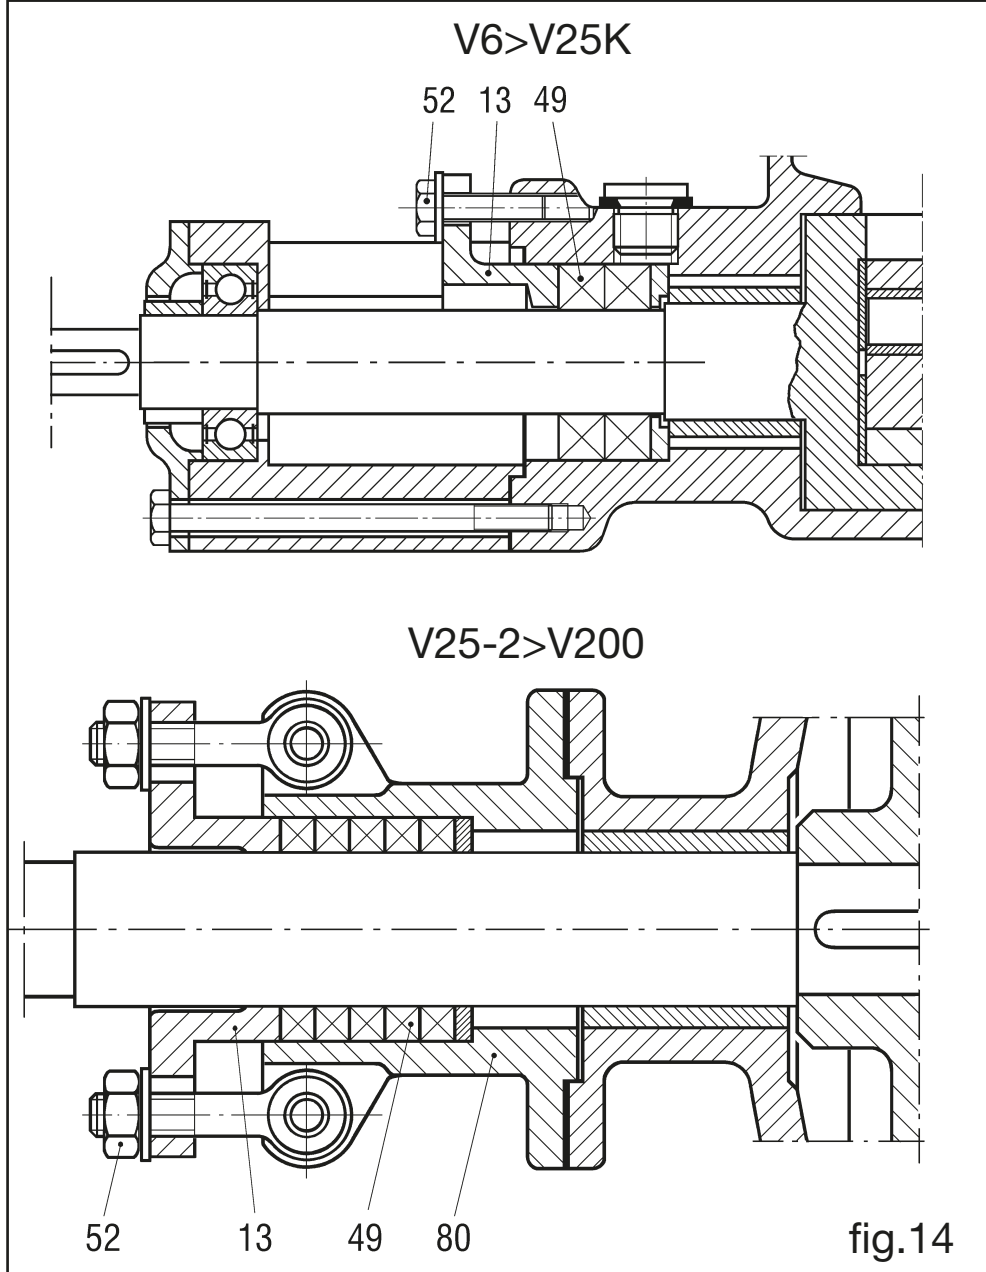

fig.14
11.7 Rimozione della tenuta a baderna pompe da V25-2 a V200 (fig. 14)